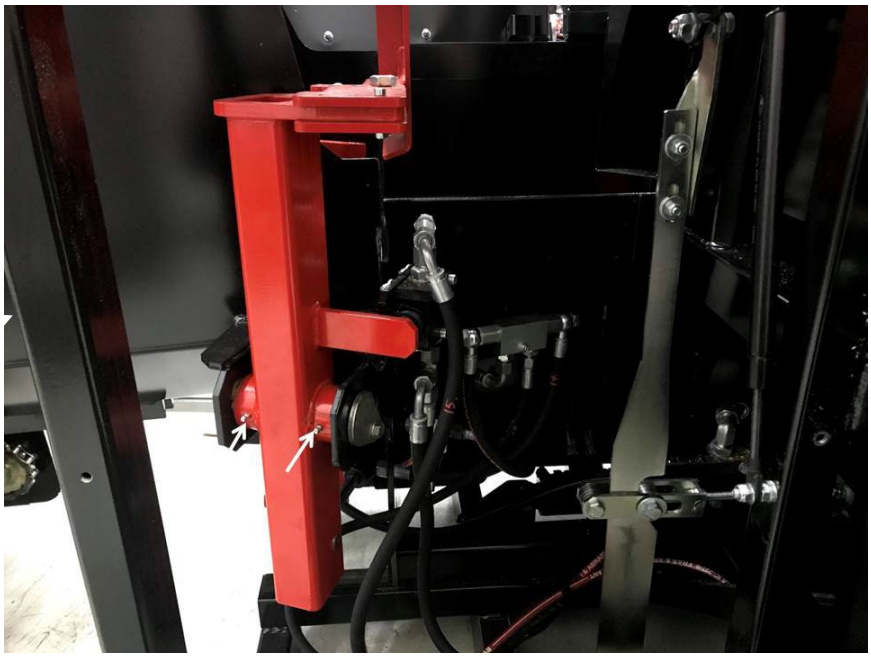

Fig. 25
- Arbre de butée de bille, Fig. 25.